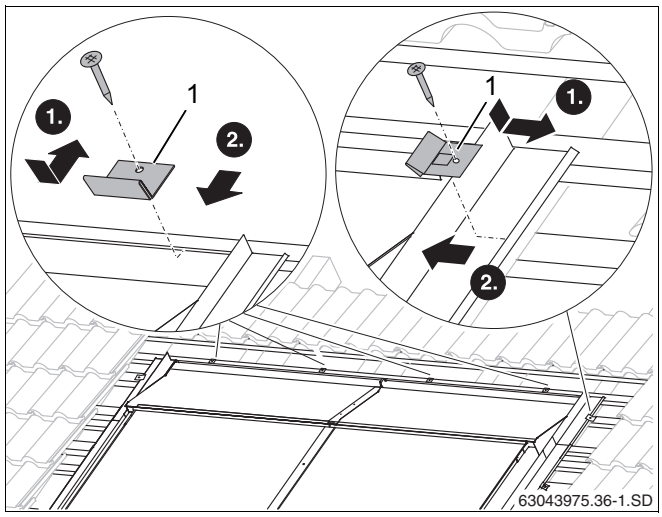

Рис. 59 Крепление накладных листов прихватами
- Уложите прихват (рис. 59, [1]) в кант накладного листа.